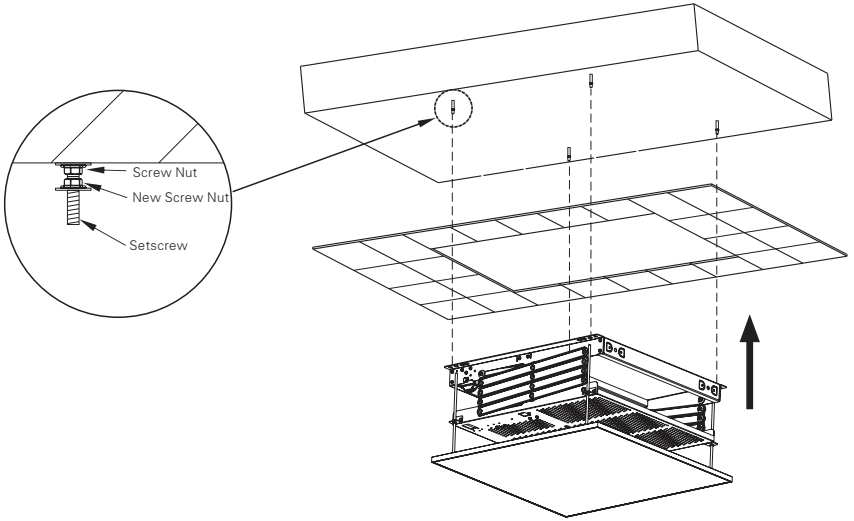

Figure 7
4.Install the projector lift and fasten.(Figure 7)